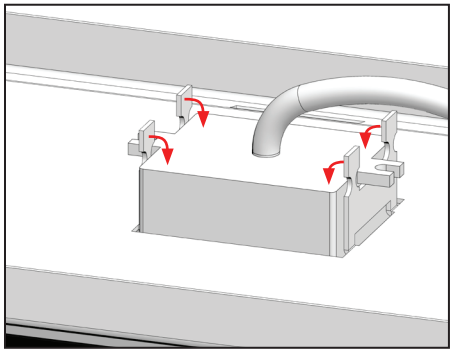

FIG 12
7. Slide Sensor into position and bend small tabs to secure. (FIG 12, 13)